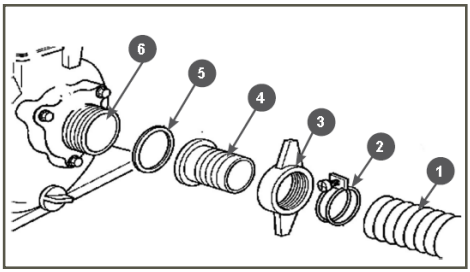

Рис. 5 Установка всасывающего рукава
3. Установите патрубок 4 через уплотнительное кольцо 5 к всасывающему фланцу 6 насоса и плотно затяните гайку 3 патрубка (Рис. 5).
4. Наденьте до упора всасывающий рукав 1 на патрубок 4 и затяните его хомутом 2 (Рис. 5).